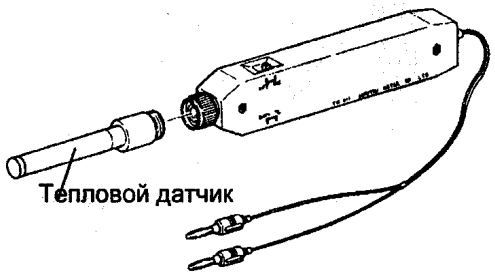

Рис. 1 Соединение теплового датчика с температурным пробником
1. (РИС. 1): ПОДКЛЮЧИТЕ ДАТЧИК ТЕМПЕРАТУРЫ К ТЕМПЕРАТУРНОМУ ПРОБНИКУ.